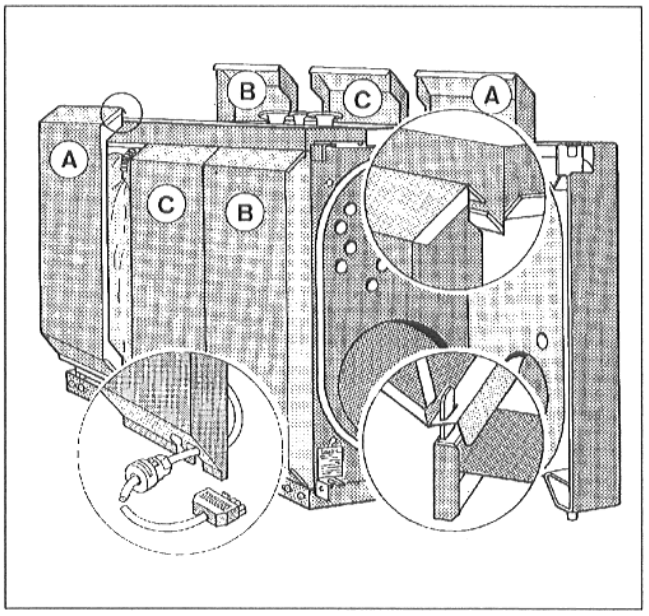

Рис. 13
- Ввести кабель горелки с разгрузкой натяжения снизу в шлиц боковой стенки таким образом, чтобы устройство разгрузки натяжения находилось в отверстии (Рис. 13).
- Путем поворота пластмассовой втулки закрепить кабель горелки в устройстве разгрузки натяжения (Рис. 13).
Указание: Соблюдать буквенную маркировку на боковых стенках (Рис. 13).
- Установить по 3 части боковых стенок справа и слева внизу, вставив шлицы в серьги боковой планки рамы, и навесить сверху в окантовку бокового кожуха котла (Рис. 13).